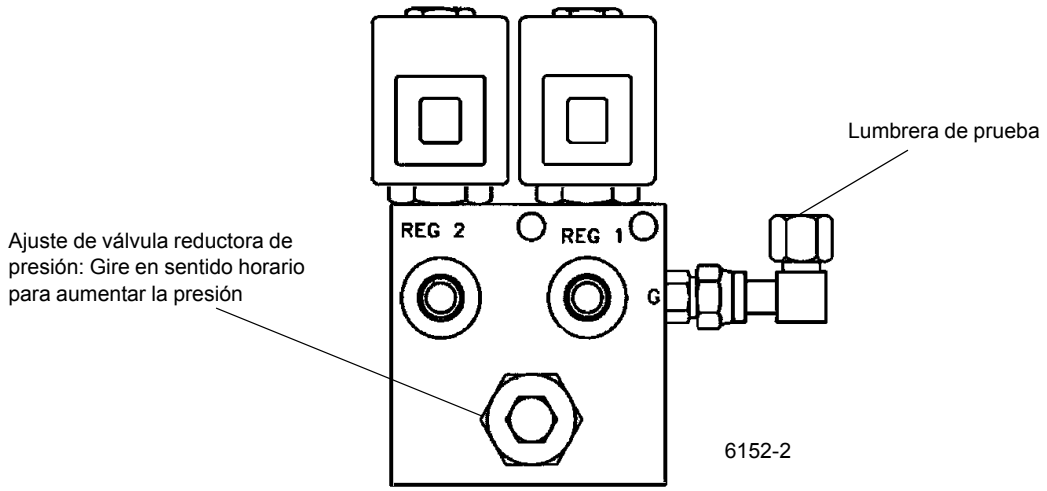

FIGURA 2-9
1. Quite la tapa e instale el manómetro en la lumbrera de prueba de la válvula de suministro del freno de giro según la Figura 2-9.